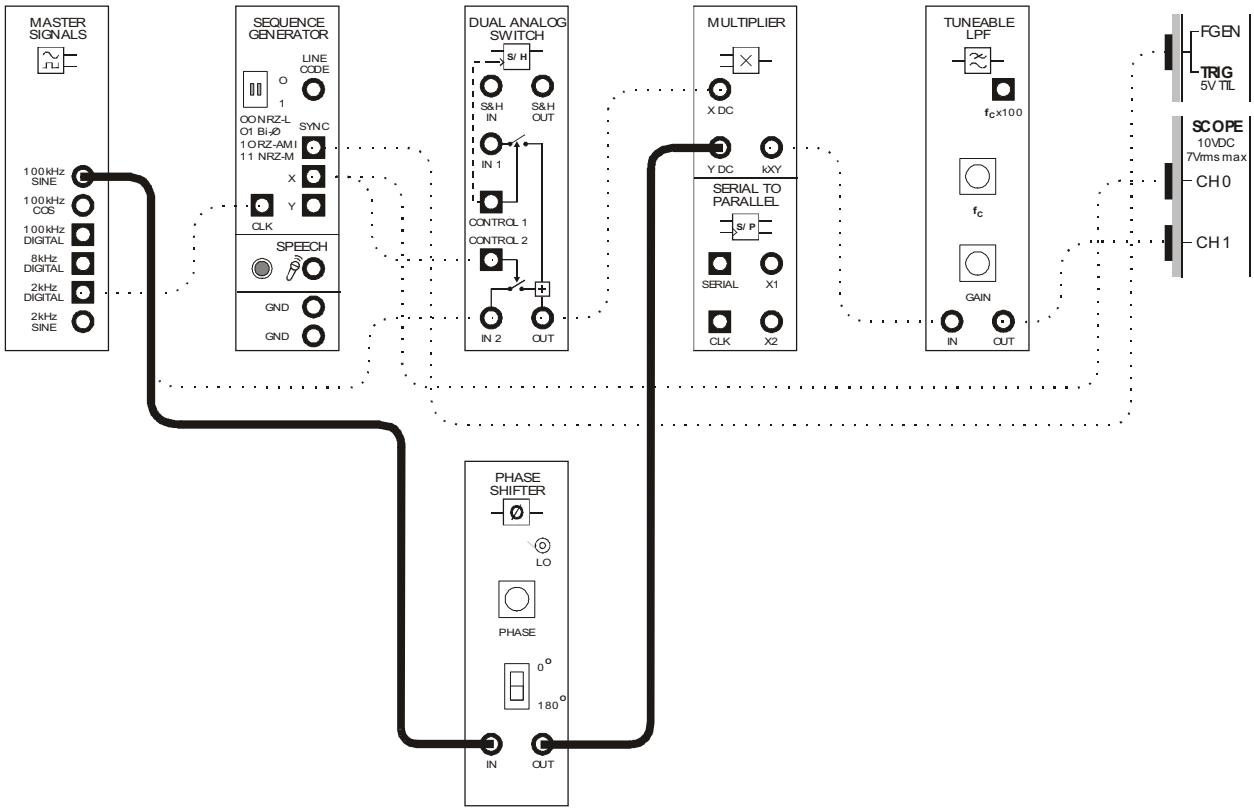

Figure 6
19. Modify the set-up as shown in Figure 6 on the next page.